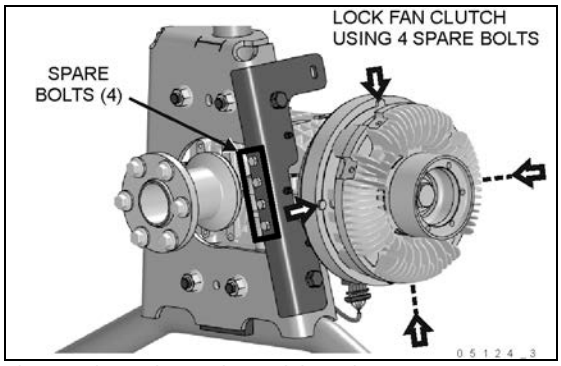

**FIGURE 40: MECHANICAL LOCKING**
3. Unscrew and remove the 4 spare M6x12 hex bolts screwed to the angle on the fan gearbox mounting support (FIGURE 40).